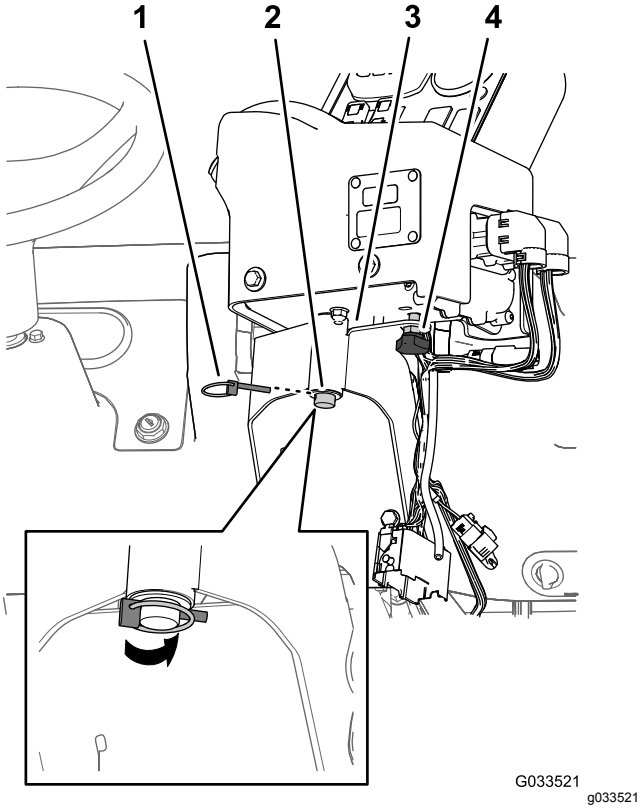

Figur 19
2. Montera styrkonsolen på dess monteringsfäste och sätt fast den med den sprint med fjäderklämma som du tog bort tidigare (Figur 19).
3. Montera handratten och dra åt den så att du förhindrar konsolen från att rotera under användningen (Figur 19).